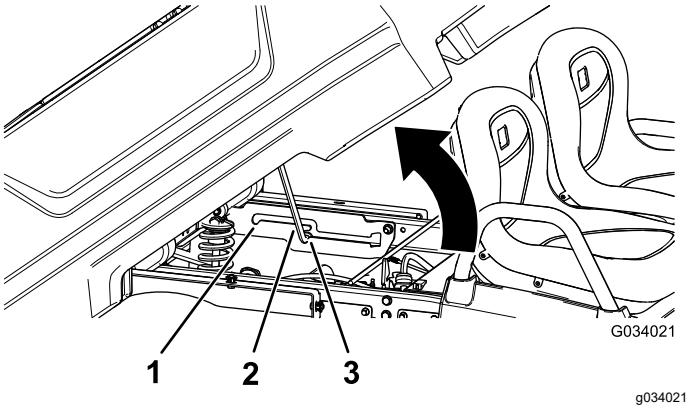

Figuur 20
2. Zet de steunstang in de borgsleuf van de stortstand om de laadbak vast te zetten in de stortstand (Figuur 20).
2. Trek de steunstang in de borgsleuf van de onderhoudsstand om de laadbak vast te zetten voor onderhoud (Figuur 20).
2. Neem de steunstang uit de palopening (Figuur 20).